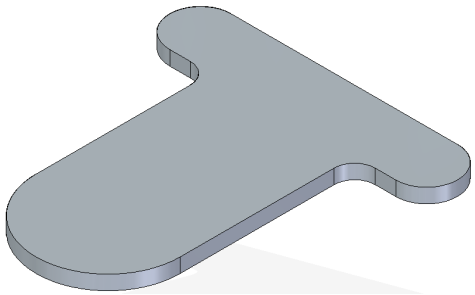

Figure 8-64 *Base feature of the model*
a. Start a new part file and create the base feature on the top plane, refer to Figure 8-64.
1. Start a new part document in Solid Edge. Create the sketch of the base feature on the top (xy) plane and then extrude it. The extruded base feature is shown in Figure 8-64.